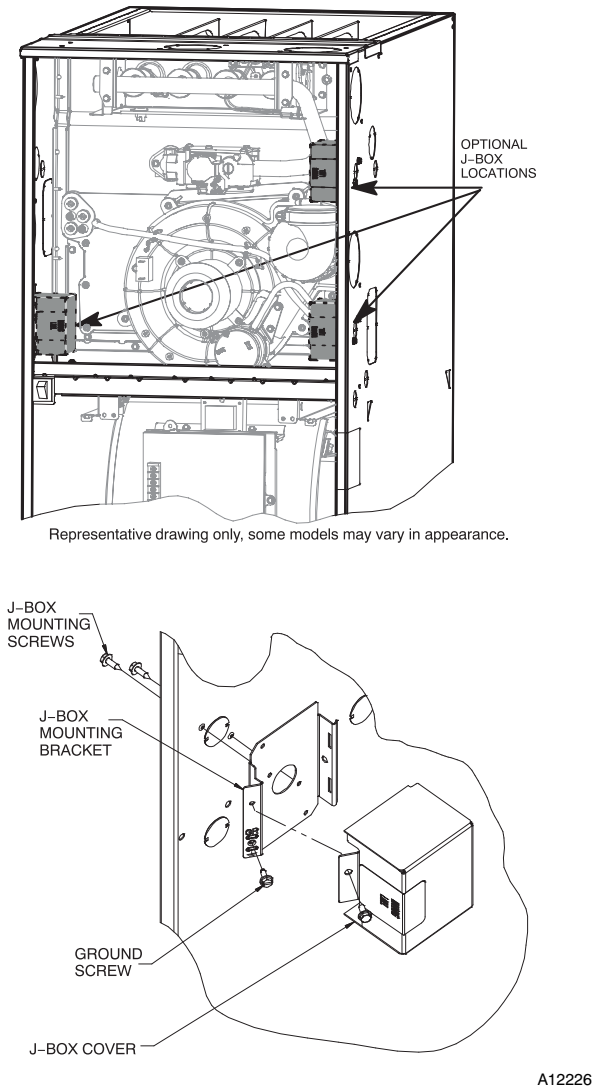

Fig. 35 – Installing J–Box (When Used)
The J−Box cover, mounting bracket and screws are shipped in the loose parts bag included with the furnace. See Fig. 35 for J−Box mounting locations.
5. Connect field ground wire and factory ground wire to green ground screw on J−Box mounting bracket as shown in **Fig. 35.**
4. Connect field ground wire and factory ground wire to green ground screw on J−Box mounting bracket as shown in **Fig. 35**.